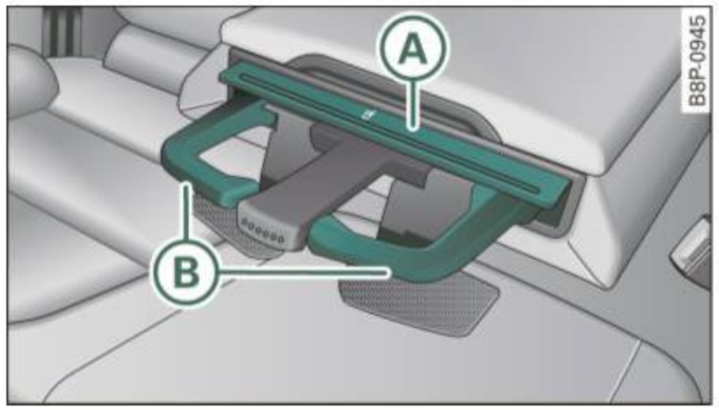

Fig. 92 Rear center armrest: cupholder extended
– Press both spots marked with (A) ⇒ fig. 92 ⇒ ⚠. The holder extends.